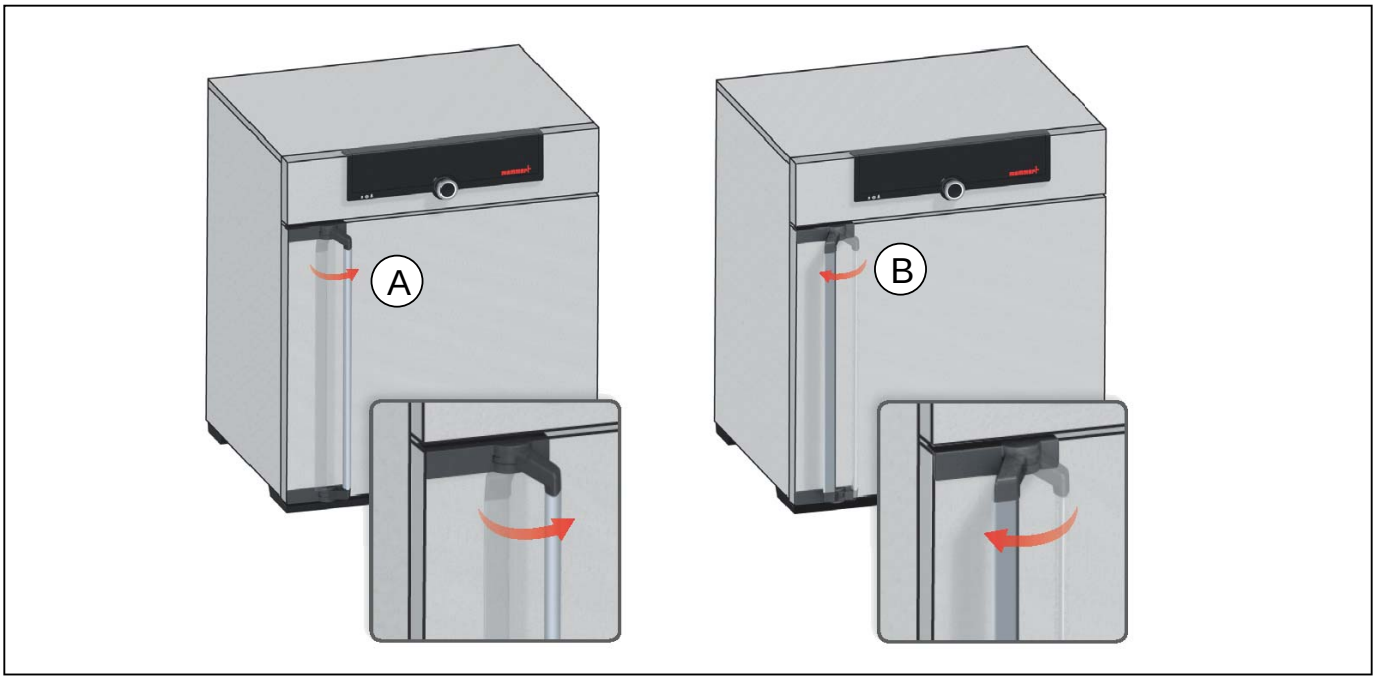

*Bild 15 Öppna och stänga dörren*
- För att öppna dörren drar du handtaget åt sidan (åt vänster eller höger, beroende på dörrvariant Bild 15, A) och öppnar dörren helt.
- För att stänga trycker du på dörren och trycker handtaget åt sidan (B).